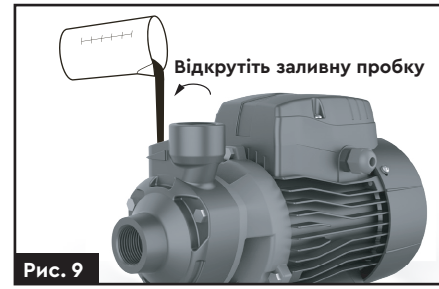

Рис. 9
1. Перш ніж підключати насос до електромережі, заповніть його корпус та всмоктуючий трубопровід водою **(рис. 9)**.